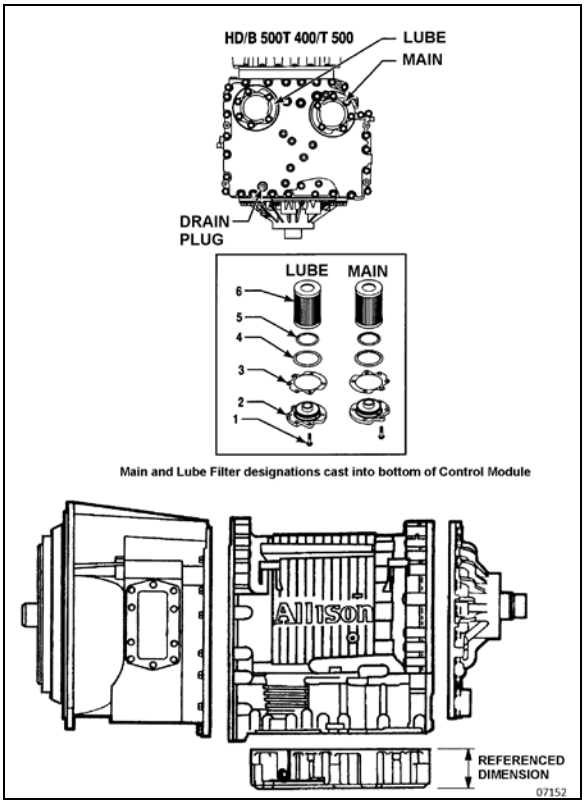

**FIGURE 7: DRAIN PLUG AND FILTERS**
2. Remove the drain plug from under the transmission (Figure 7) and allow the oil to drain into a suitable container. Check the condition of the oil as described previously.
3. Remove twelve bolts (item 1), two filter covers (item 2), two gaskets (item 3), two O-rings (item 4), two O-rings (item 5) and the two filters (item 6) from the bottom of the control module (Figure 7).
4. When reinstalling parts, lubricate and install new O-rings (4) and (5) on each cover (2). Lubricate O-ring inside filter (6) and push filter onto cover (2). Install new gaskets (3) on cover (2) and align holes in gaskets with holes in cover.